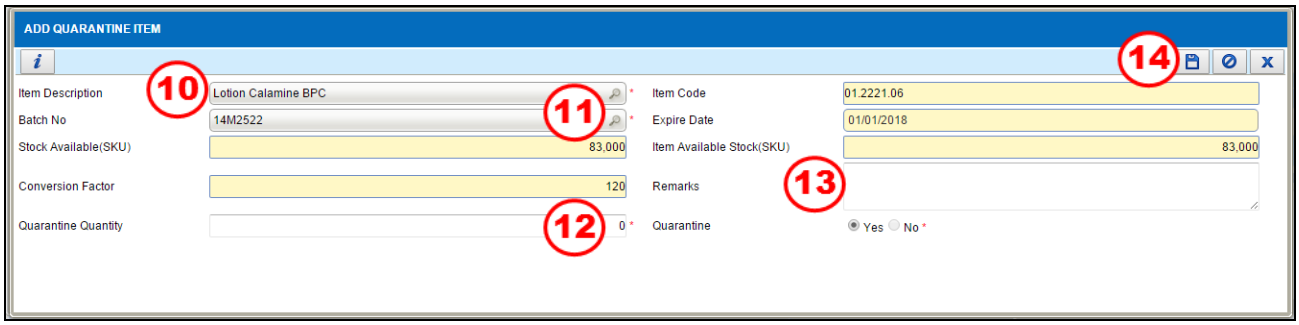

Figure 3.1.1-3 Add Quarantine Item
***Add Quarantine Item** window will be displayed as shown in Figure 3.1.1-3.*
Select ***Item Description*** and the 'Search Item Description' window as shown in Figure 3.1.1-4 will be displayed